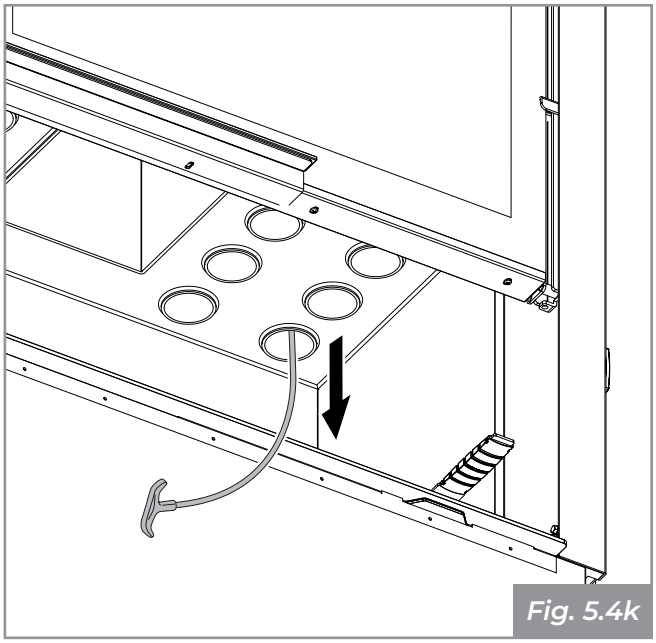

Fig. 5.4k
- Accompany the turbulator as it descends using the brush (provided) **(Fig. 5.4k)**, taking care not to drop it into the combustion chamber;